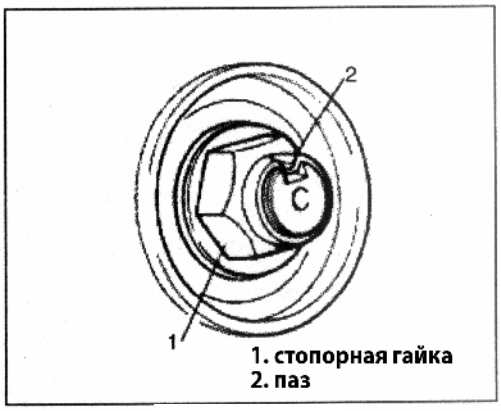

Рис. 668
5) Накерните стопорную гайку (Рис. 668).